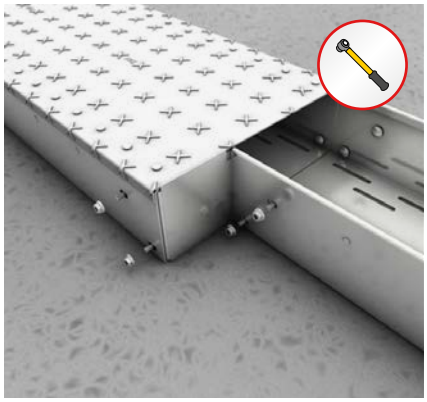

Abb. 3: Kabelverletzungsgefahr
6. In dem Bereich, in dem Kabel und Leitungen verlegt werden, sind Gewindeenden zu vermeiden (siehe Abb. 3). **Kabelverletzungsgefahr!**